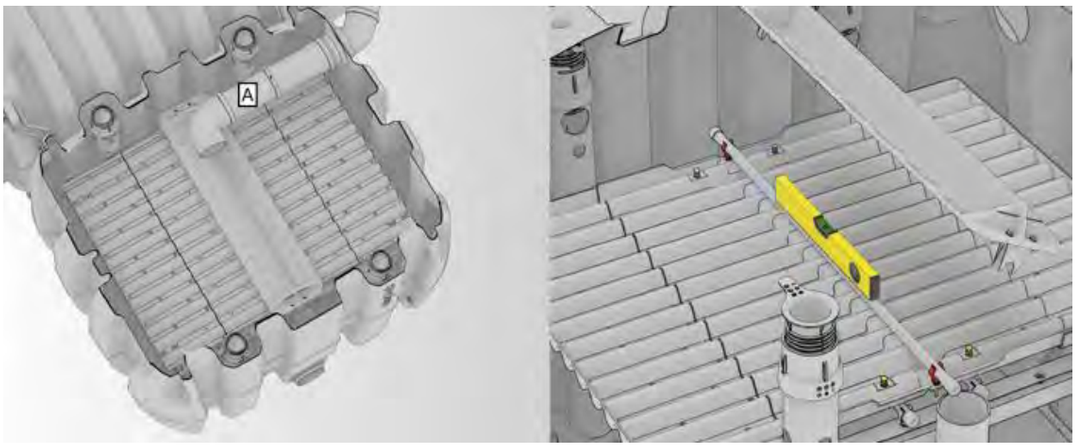

Fig. 57: Contrôler l'alignement de l'auget basculant et la planéité de son axe de support avec un niveau à bulles
1. Contrôler que le système de répartition est correctement aligné par rapport à la conduite de trop-plein (A).
- ➔ L'axe médian de l'auget basculant doit se trouver aligné sur la conduite de trop-plein (A).
- ➔ Si nécessaire, ajuster la position de la conduite de trop-plein (A).
3. Poser un niveau à bulle dans le sens transversal sur l'axe de support de l'auget basculant (voir Fig. 57).